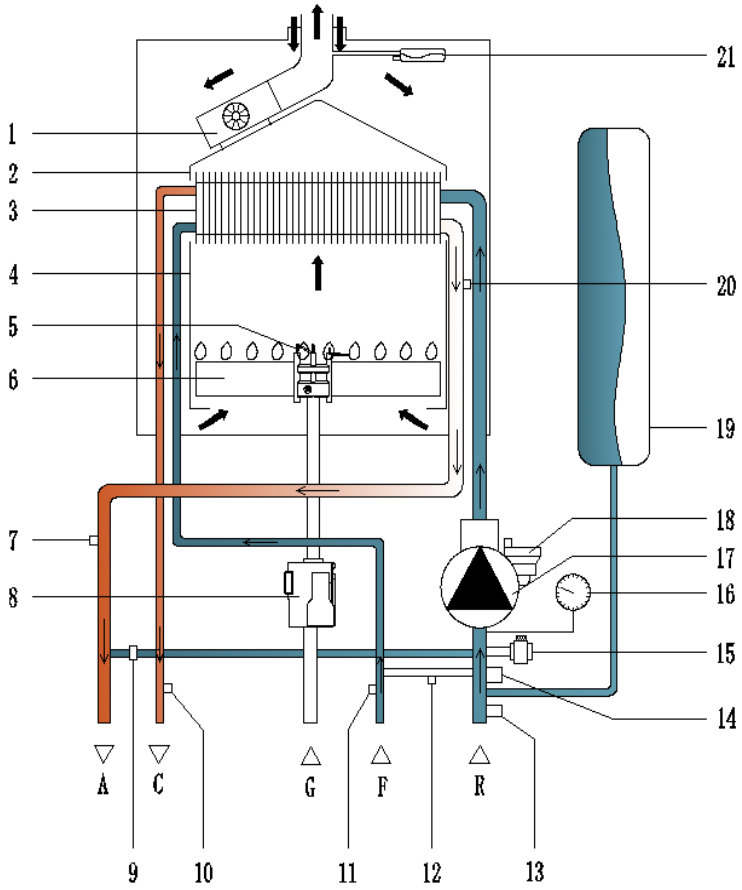

Рис. 5
**3.7.2 Принципиальная схема циркуляции теплоносителя для модели с теплообменником битермического типа (рис. 5)**